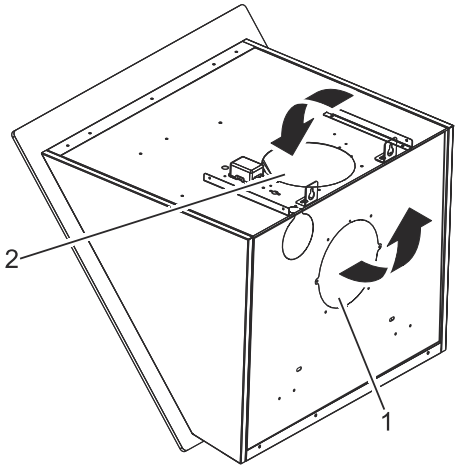

Fig. 11: Rotér motoren.
2. Tryk eller slå forsigtigt på det forskårne bagplade for at knække det ud. (Fig. 11/1).
4. Brug den knækkede plade til at lukke hullet af i toppen, med det medfølgende 2 skruer (Fig. 11/2).
Kontakt os for spørgsmål (Fig. 11).